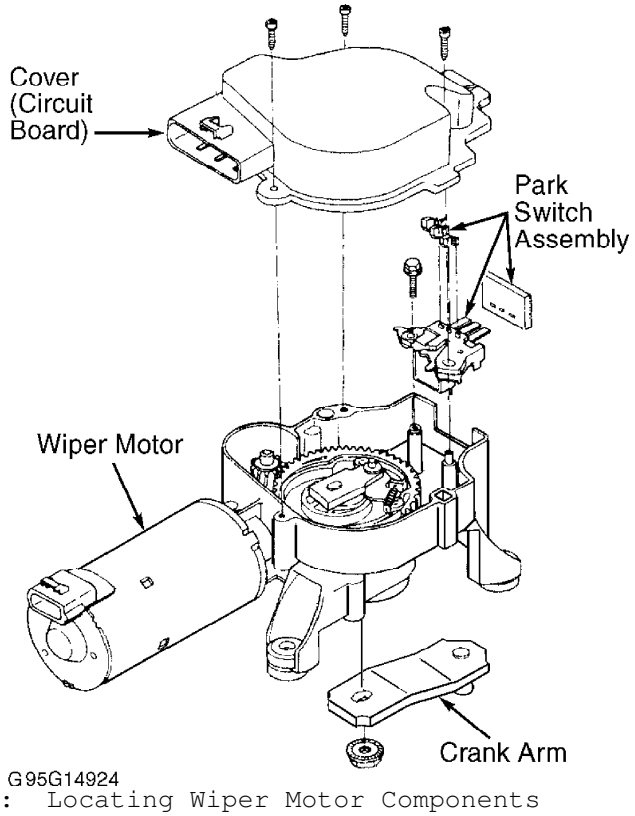
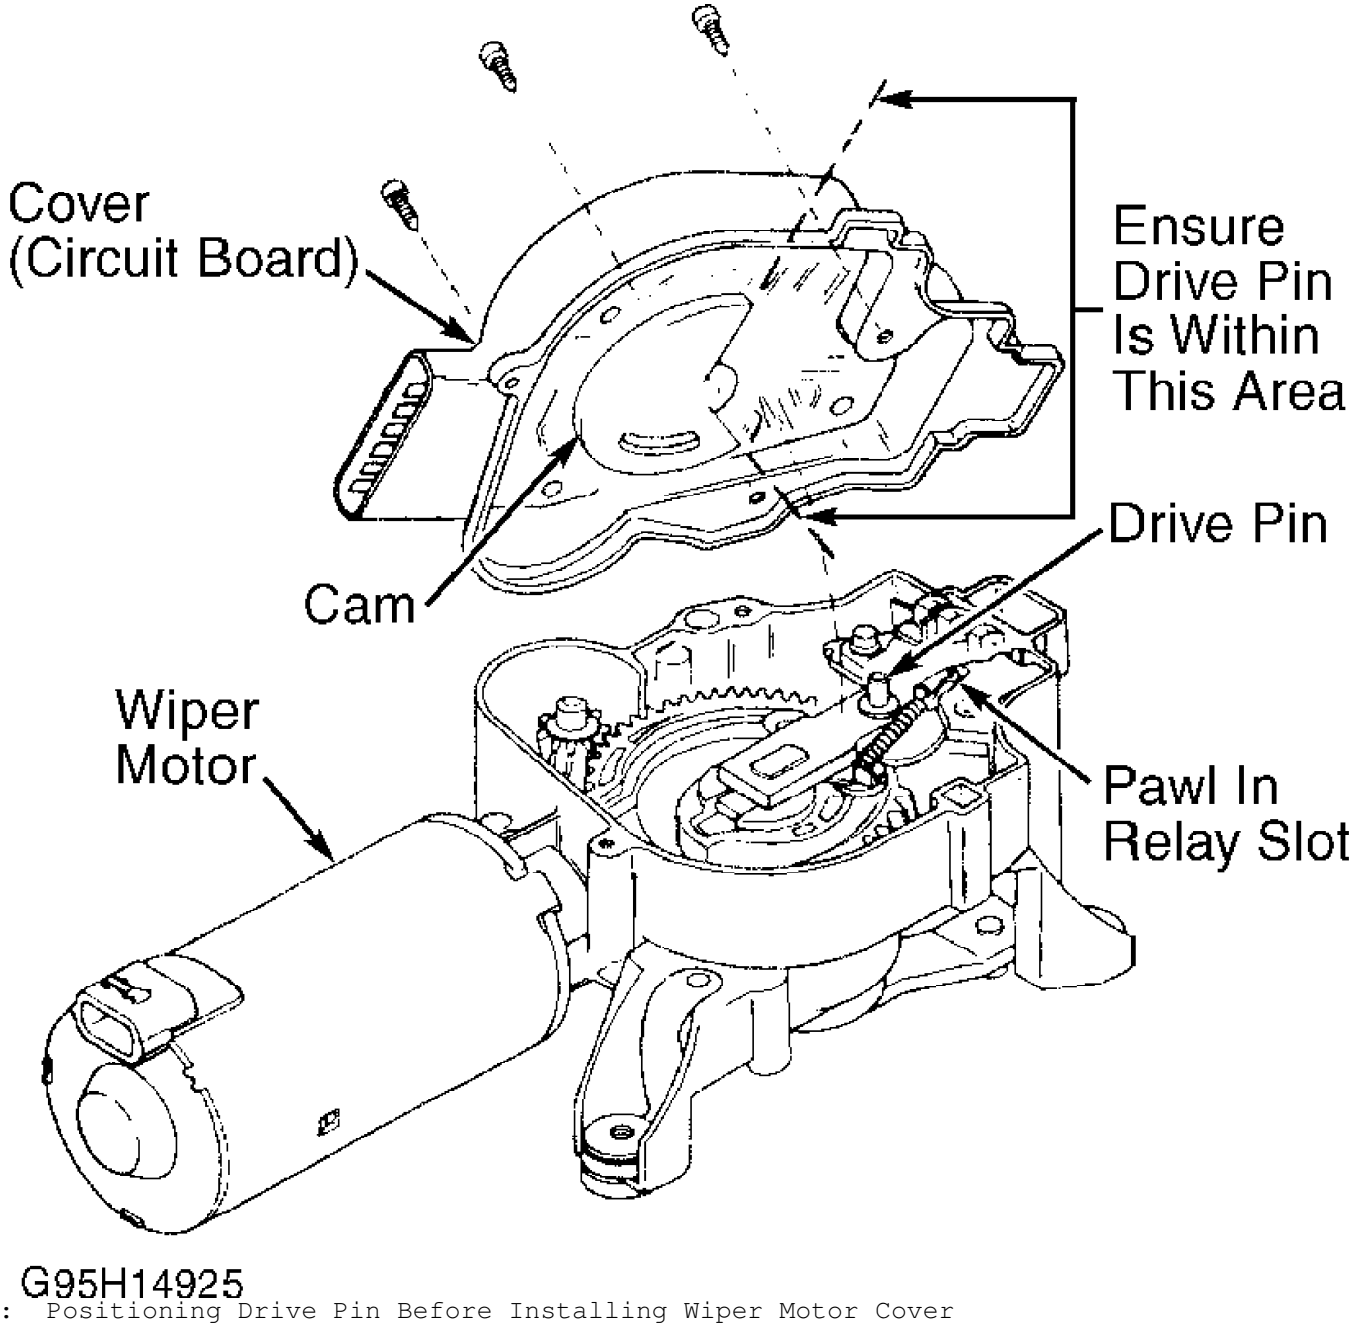

Fig. 1: Locating Wiper Motor Components
Fig. 2: Positioning Drive Pin Before Installing Wiper Motor Cover
Wipers use a depressed-park system (wipers park below bottom of windshield). System uses a 2-speed wiper motor. A washer motor is attached to a washer fluid reservoir. A circuit board on the wiper motor cover controls power to the washer motor. The circuit board on the wiper motor cover controls the delay function. See Figs. 1 and 2.
2) Momentarily activate washer switch while observing test light. If test light is on when washer switch is released, replace wiper switch. If test light is off, replace wiper motor cover (circuit board). See Figs. 1 and 2.
Remove wiper motor assembly (if necessary). Remove screws and wiper motor cover. See Figs. 1 and 2. Ensure wiper motor is in park position. Ensure drive pin is positioned as illustrated. See Fig. 2. To complete installation, reverse removal procedure.
Remove wiper motor cover (circuit board). See WIPER MOTOR COVER (CIRCUIT BOARD). If wiper motor is in park position, operate motor until lock pawl can be removed from relay slot. See Fig. 2. Remove screw and park switch.
To install, reverse removal procedure. Before installing wiper motor cover, ensure wiper motor is in park position. Ensure drive pin is positioned as illustrated. See Fig. 2. To complete installation, reverse removal procedure.